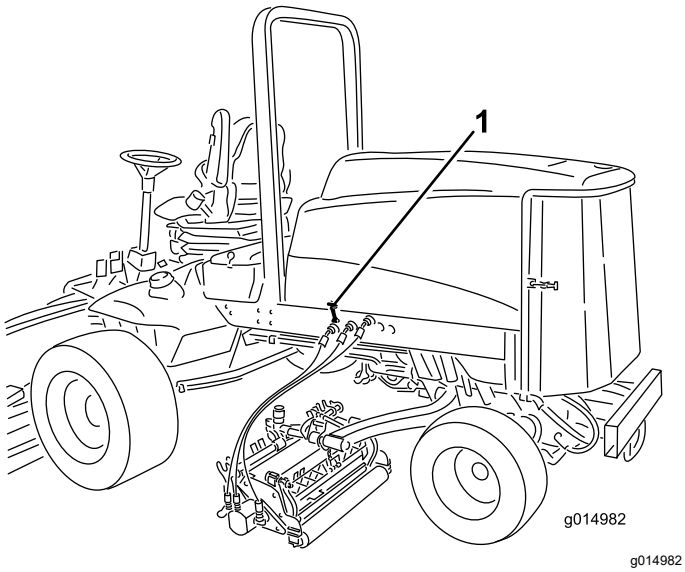

Figuur 46
1. Maak de motorkapvergrendelingen (Figuur 46) los en open de motorkap.